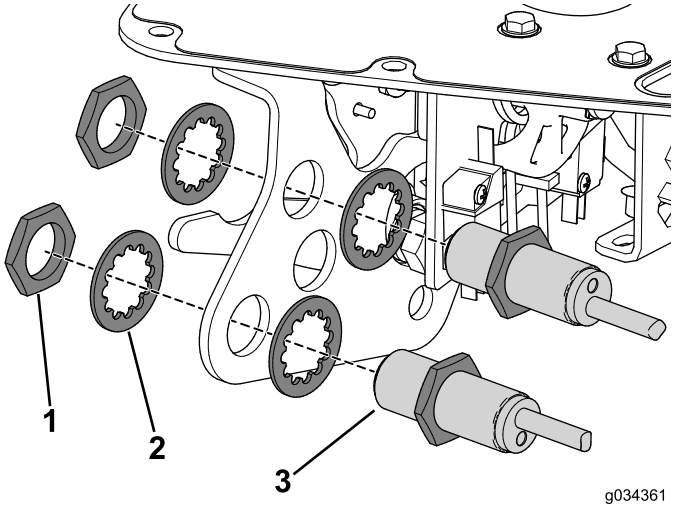

Figur 23
3. Använd muttrarna och låsbrickorna som du tog bort tidigare för att fästa avståndsgivarna vid funktionsspakens fäste (Figur 23).